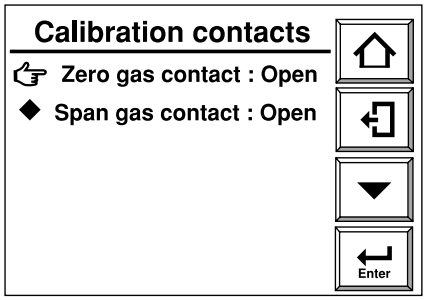

Figura 7.15.3 Display per il controllo dei Contatti di calibrazione
(1) Facendo riferimento alla sezione 7.11.1, visualizzare il display controllo contatti.
(2) Selezionare i contatti di calibrazione per visualizzare il display della figura 7.15.3.
(3) Aprire il contatto gas di zero ed il contatto gas di span. Tale operazione aiuterà nel controllo dell'unità di calibrazione automatica e del cablaggio.